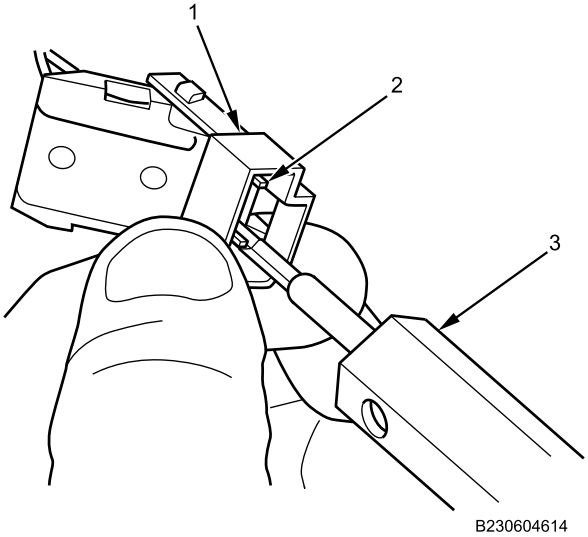

Figure 7. Contact Tool.
11. Using contact removal tool (Figure 7, Item 3), remove wiring terminals (Figure 7, Item 2) from connector body (Figure 7, Item 1) by unlocking wire terminal retaining tabs and releasing terminal locking tabs.